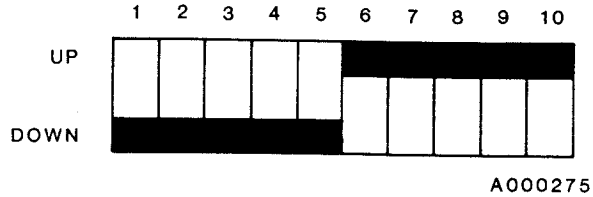

FIGURE 3. S2 (FUNCTION) SWITCHES
3. Ten switches are located on the rear of the Model 910 Plus that are designated S2 (FUNCTION). Depress the sides (UP or DOWN) of the S2 (FUNCTION) Switches that are darkened in FIGURE 3.